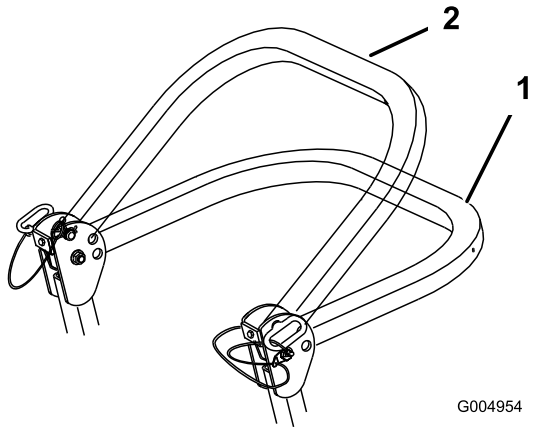

Figure 6
2. Abaissez l'arceau de sécurité à la position la plus basse. La position abaissée est à deux niveaux (voir Figure 6).